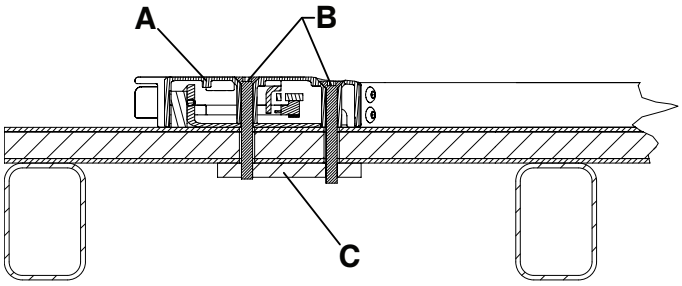
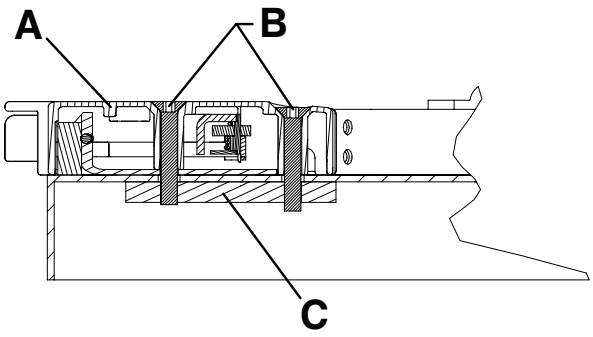

Figur 7 – Gulvmontert fotende – visning 3A
Figur 8 – Brettmontert fotende – visning 3B
3. Fest fotendelåsens hus (A) på gulvet eller brettet med fire M8-senkskruer (B) (medfølger ikke).
Merknad - Det kreves en støtteplate av stål (C) (eller tilsvarende) for ekstra støtte (medfølger ikke) (Figur 7 eller Figur 8).